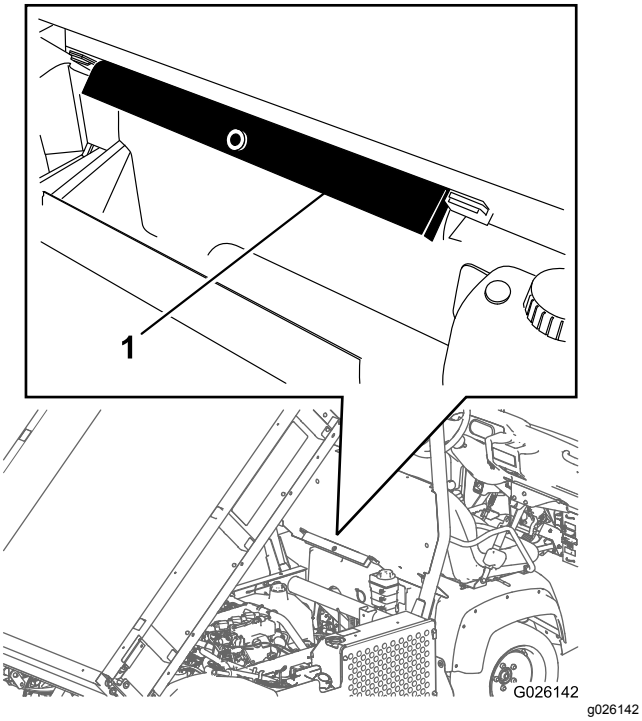

Figur 28
2. Fjern ladstøtten fra opbevaringsbeslagene bag på styrtbøjlepanelet (Figur 28).